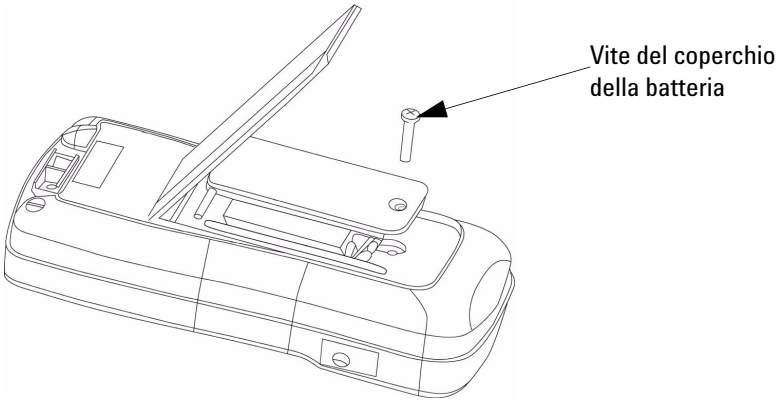

Figura 4-1 Sostituzione della batteria
2. Svitare il coperchio della batteria (consultare la Figura 4-1).